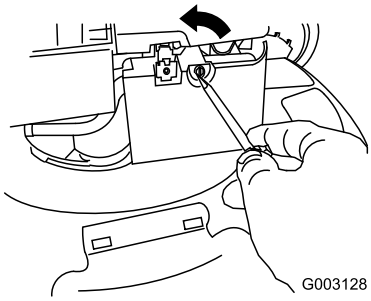

**Figura 32**
2. Aprite il coperchio del filtro dell'aria con un cacciavite (Figura 32).